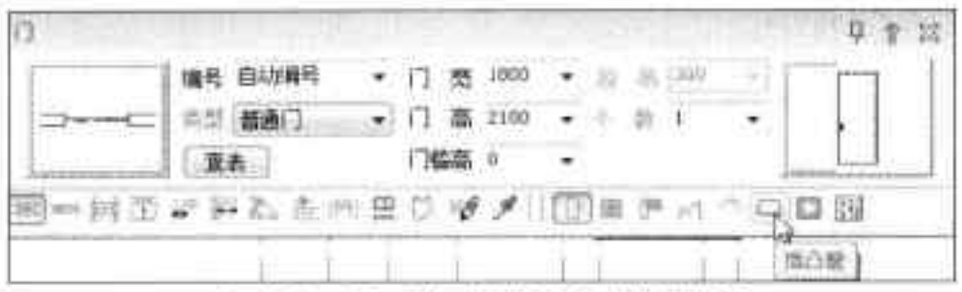

图16-87 单击“插凸窗”按钮
Step 23 执行“门窗”命令，在“门”对话框中，单击“插凸窗”按钮，如图 16-87 所示。